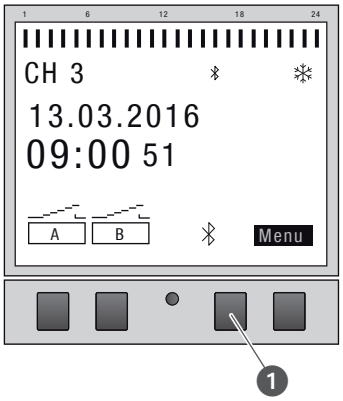

Fig. 22: Opprette Bluetooth-forbindelse på kanalutvidelsen
6. Trykk på Bluetooth-tasten (Fig. 22/❶) på kanalutvidelsen.